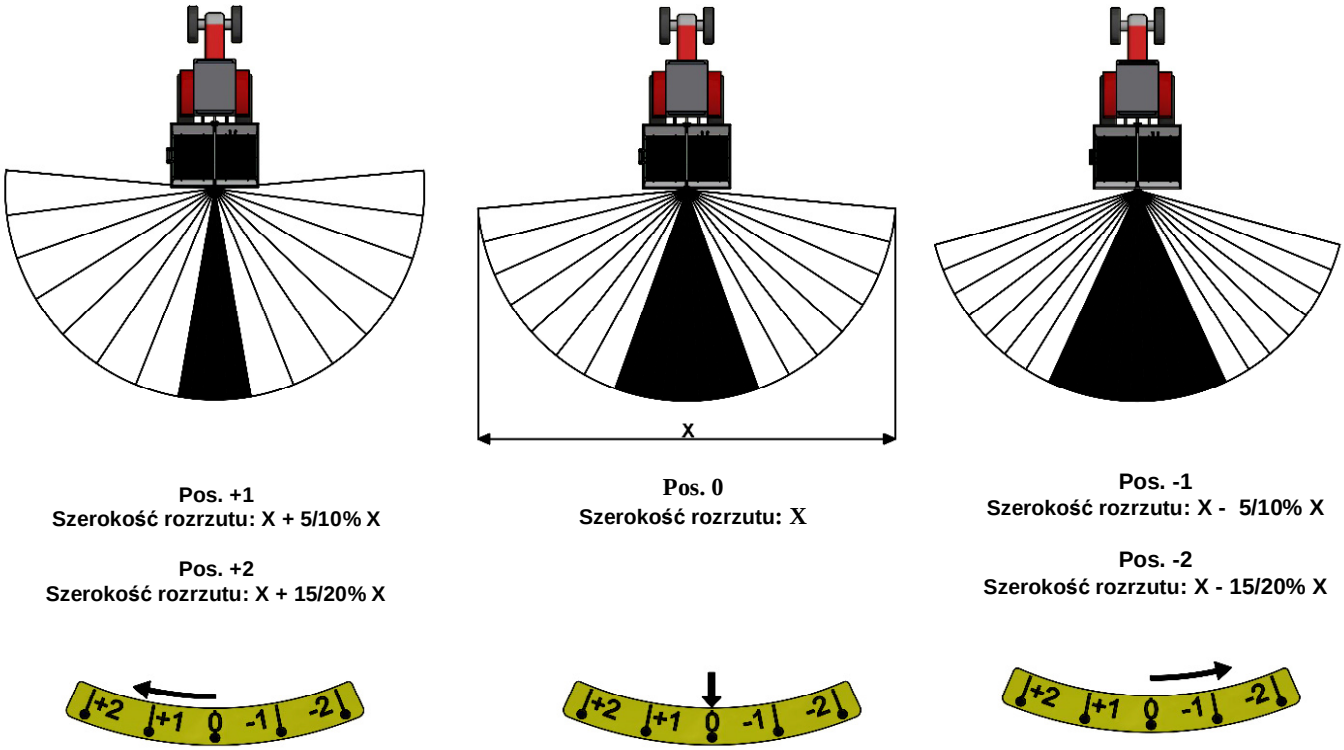

Rys. 29
Przykład, jeżeli nawóz jest rozsiewany w większej ilości na środku, a mniejszej po bokach obszaru rozsiewania, należy opóźnić wyjście nawozu na tarczę – Rys. 29 przestawiając otwór wysypowy (1) w kierunku +1 / +2.